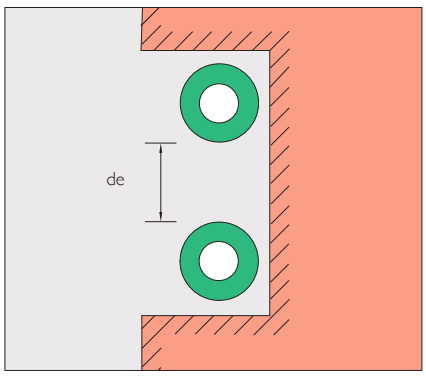

Figura 3
a) Aumento da altura da abertura que torne possível a separação das tubulações de água quente e fria (figura 3).
b) Separação das tubulações a uma distância igual ao diâmetro da tubulação embutida (figura 3).